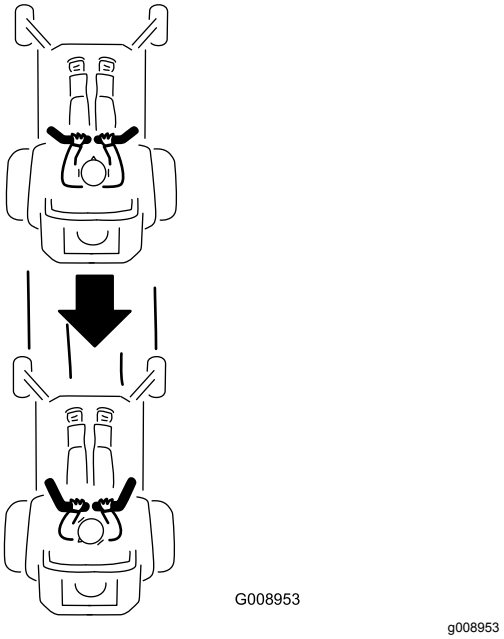

Figura 26
2. Para ir hacia atrás, tire lentamente de las palancas de control de movimiento hacia atrás (Figura 26).